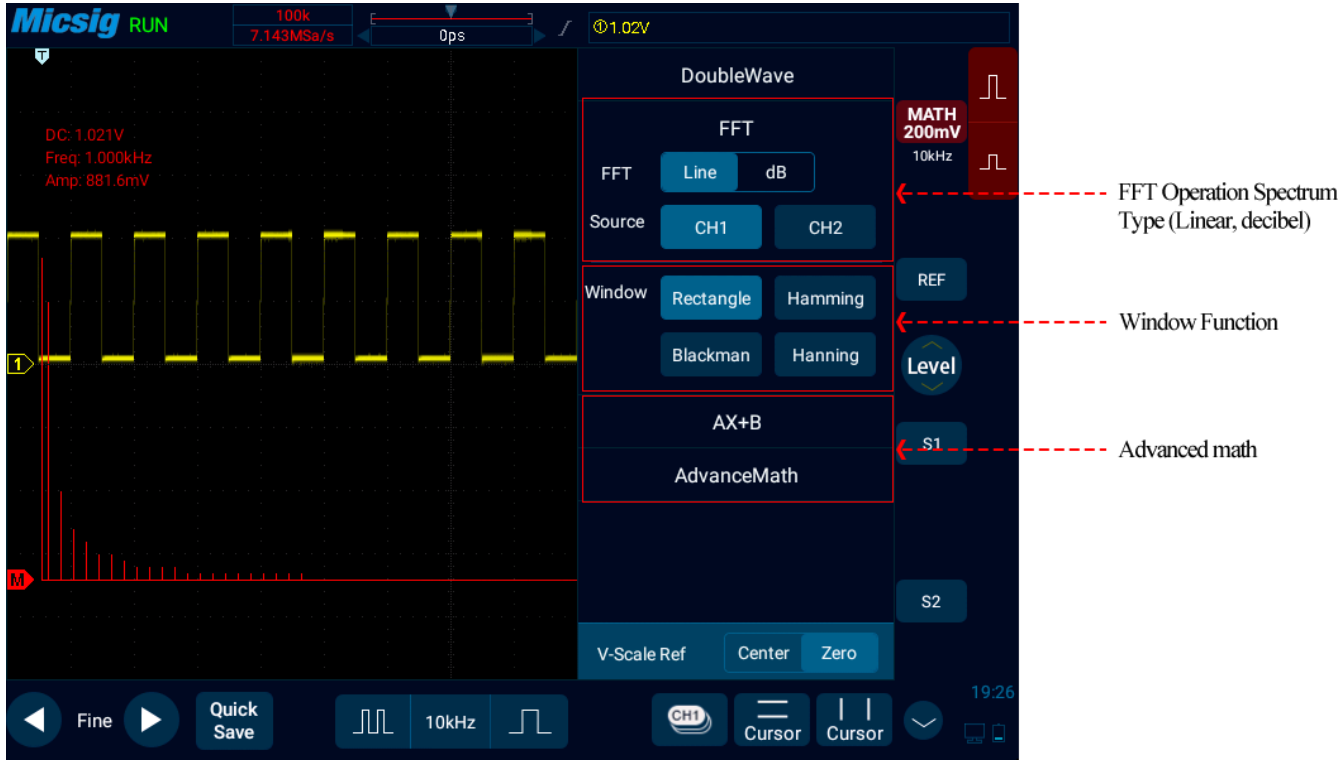

Figure 9-3 FFT Window
2) Tap FFT spectrum type “Line/Decibel” to open the FFT window (see Figure 9-3 FFT Window).